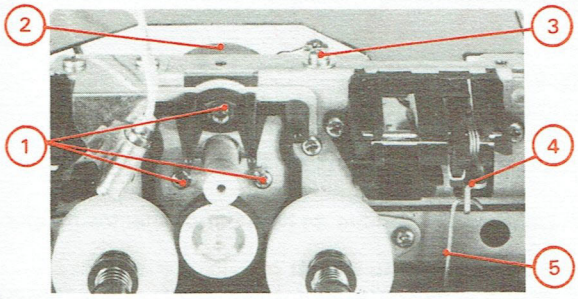

Fig. 5
F - DÉPOSE DU MOTEUR «AVANCE ET RETOUR RAPIDE» (Fig. 5)
2° Désaccoupler la tringle (5) du levier (4) (fig. 5)